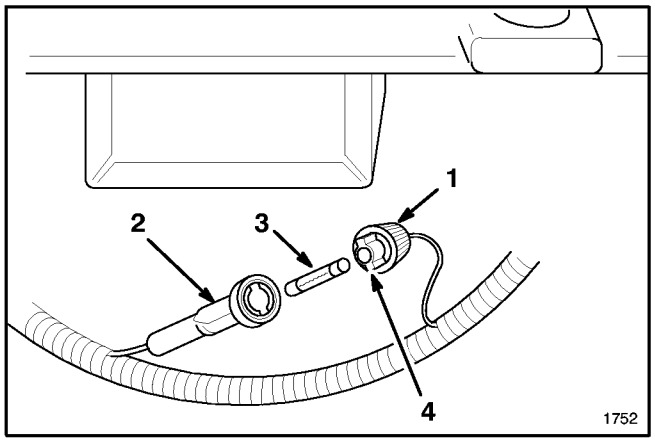

Abbildung 28
1. Die beiden Hälften der Sicherungshalterung gegeneinander drücken. Die Kappe der Sicherungshalterung drehen und die Sicherungshalterung öffnen (Abb. 28).